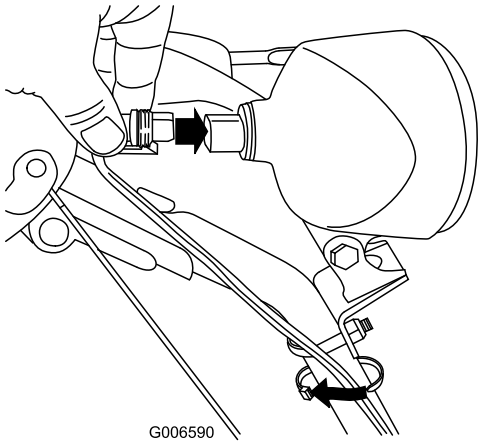

Figur 66
6. Før ledningskonnektoren direkte inn på baksiden av frontlykten til den sitter godt på plass (Figur 66).